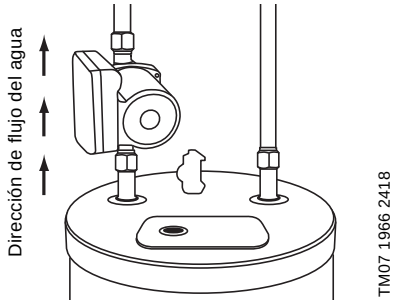

Fig. 2 Instalación de la bomba en la salida del calentador de agua
4. Instale la bomba en la salida del calentador de agua, usando la conexión hembra de 3/4" y la junta suministradas con la bomba. Asegúrese de que el eje de la bomba esté en posición horizontal. Instale la bomba de tal forma que bombee el agua hacia la vivienda, en sentido opuesto al de la posición del calentador de agua. Fíjese en la flecha indicadora del sentido de flujo marcada en la carcasa de la bomba. Asegúrese de que la bomba no entre en contacto con la tubería de escape (chimenea) del calentador de agua a gas o aceite. Consulte la fig. 2.